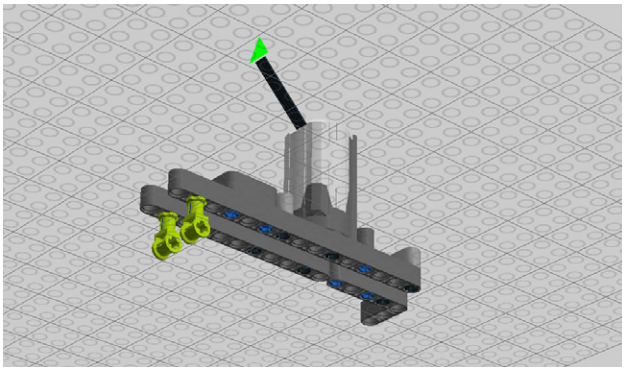

Figure 5-48. *Step 41: Attaching two catches*
41. Looking at the model from underneath, let's add these two catches (see Figure 5-48).